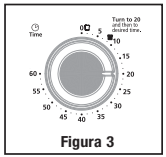

Figura 3
3. **Perilla de control de tiempo con campanilla indicadora -** Fija el tiempo de cocción hasta un máximo de 60 minutos. Apaga automáticamente el horno al finalizar el tiempo de cocción. (Ver la Figura 3)